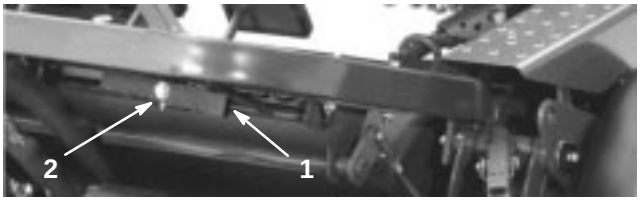

**Figure 47**
**1.** Loosen the nut on the back side of the lift pivot (Fig. 47).
**2.** Rotate the eccentric screw (Fig. 47) to raise or lower the lift pivot spring, leveling the lift pivot and pedals.